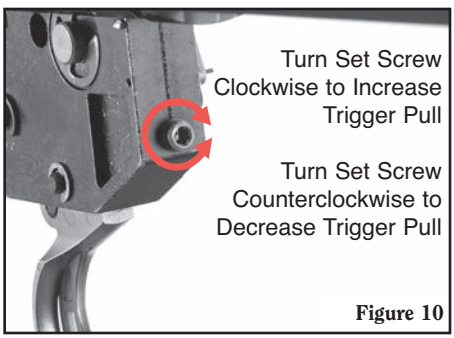

Figure 10
6. **To adjust trigger pull weight:** We suggest you familiarize yourself with the trigger's pull weight by dry-firing (ensure the magazine is removed, the chamber is empty, and the rifle remains pointed in a safe direction) the rifle after a trigger pull weight adjustment, before live ammunition is fired. The trigger pull weight on the RUGER AMERICAN RIFLE® can be adjusted from approximately three pounds to approximately five pounds. To access the pull weight set screw, remove the barreled action from the stock. The set screw is located on the outside, forward edge of the fire control housing. (See Figure 10.) The set screw is treated with a thread locking compound and may be difficult to move. Threading the screw in (turning clockwise) will increase the trigger pull weight, threading the screw out (turning counterclockwise) will reduce the trigger pull weight. (See Figure 10.) Approximately six full turns of the screw represents the entire range of trigger pull weight adjustability. Turning the screw beyond this amount will not further increase or decrease trigger pull weight, and turning the screw too far in may cause the trigger to bind and not function. Turning the screw too far out may prevent the barreled action from reassembling to the stock. We suggest turning the screw in no more than 1/2 revolution increments and testing the pull weight before further adjustment is attempted.